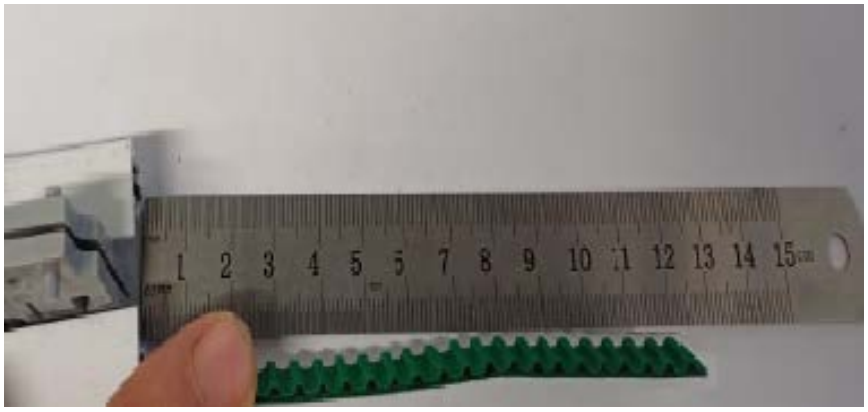

Рис. 3.8
3.1.5. Протянуть часть *Каретки ведущей длиной с роликом (801079-0000)* с *Ремень, 100кг (801061-0000)* через весь карниз. Выставить каретку заподлицо с карнизом. Обрезать свободный край ремня на расстоянии 12см от края карниза (Рис. 3.8).